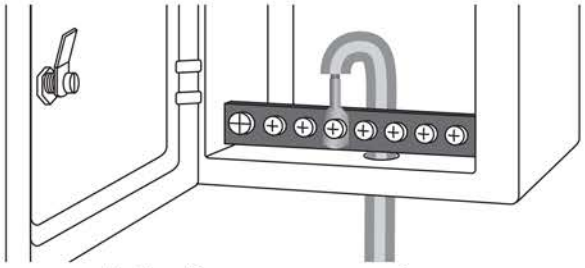

Рисунок 7. Соединение проводника заземления с шиной ГЗШ
6.10. Протянуть проводник от внешнего заземления до шины ГЗШ (главная заземляющая шина), к которой присоединяются все металлические элементы в доме (трубы, арматура здания, всё сантехническое оборудование). В небольших домах такая шина обычно находится внутри вводного электрического щита (см. рисунок 7).